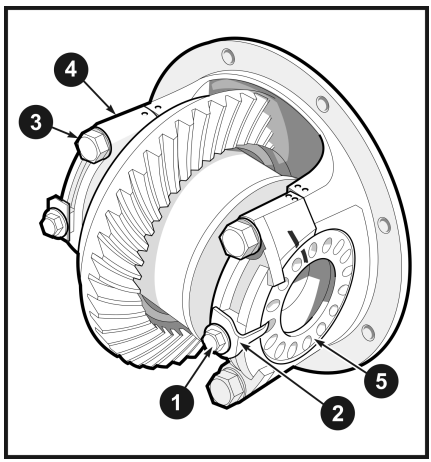

Рис. 7
1.12 Открутите болты (**1**) и снимите фиксирующие скобы (**2**). (**Рис. 7**)
1.13 Открутите болты (**3**) и снимите крышки подшипников (**4**). (**Рис. 7**)
1.14 Снимите регулировочные гайки (**5**). (**Рис. 7**)